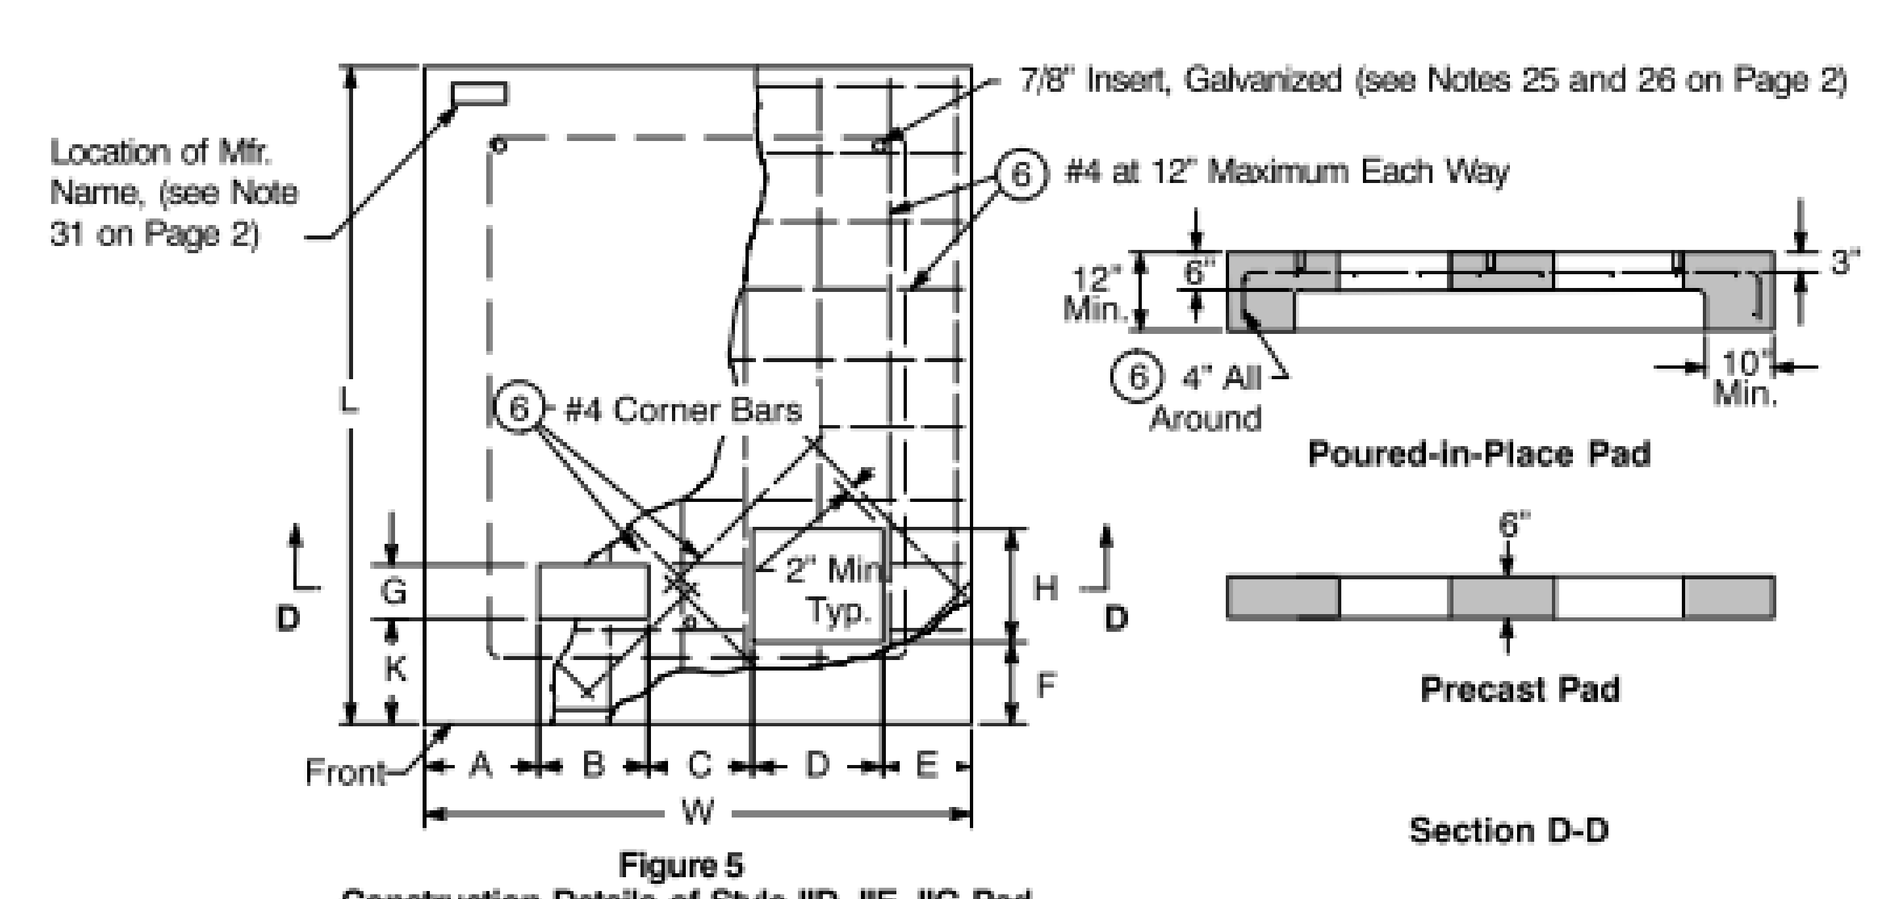

Figure 5
8. For new construction conduits shall enter the enclosure using 90 degree elbows rising into the enclosure. Refer to Figure 5 and Figure 6 on Page 7.